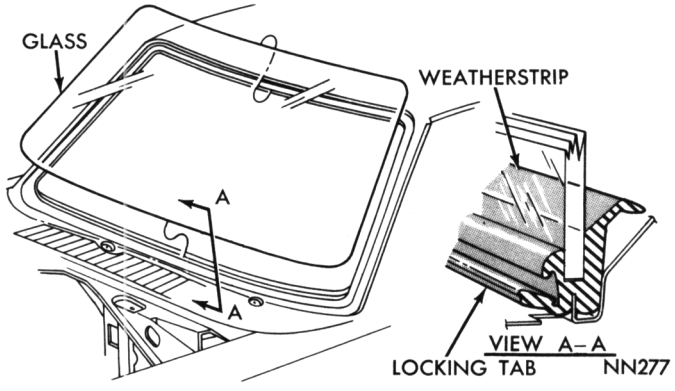

Fig. 9—Windshield Installation
(3) Apply a 3/8 inch bead of sealer cement completely across cowl top panel lower windshield frame area (Fig. 9).
(4) Position weatherstrip lower section to tab area, starting at corners install over tabs and work toward center.
(5) Install weatherstrip on fence at sides and upper opening. With hand pressure, seat weatherstrip fully on fence.
(6) With an assistant, slide upper edge of glass into channel of weatherstrip. Use a fibre tool to force weatherstrip lip over glass.
(7) Seat glass in weatherstrip, pounding glass, with palm of hand using an upward motion.
(8) Insert a fibre tool between weatherstrip and glass, at either corner, slide tool across top, and completely around weatherstrip to seat glass in place.
(9) Using a fibre tool and working across top, down sides and over bottom, force weatherstrip locking tab into locked position.
(10) Water test windshield area.
(11) Install exterior mouldings, wiper arms and blades.
(12) Install garnish mouldings, wiper arms and remove protective covering.